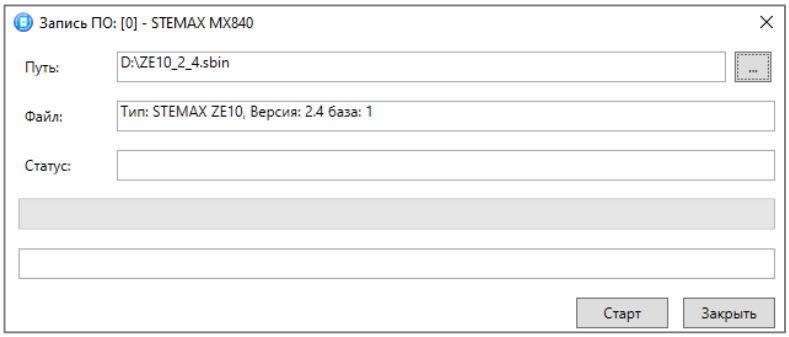

Рисунок 7.2 — Окно Запись ПО
3. В открывшемся окне *Запись ПО* (см. рисунок 7.2) укажите путь к файлу новой версии встроенного ПО панели на вашем ПК (файл имеет расширение **.sbin**) и нажмите кнопку *Старт*.